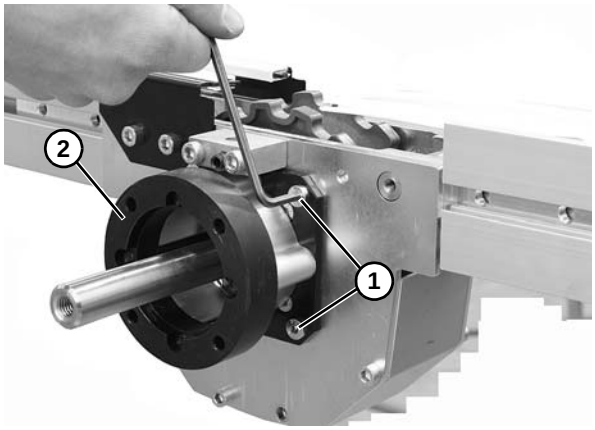

Figure 87
7. Remove four hex head cap screws **(Figure 87, item 1)** and remove drive motor mounting plate **(Figure 87, item 2)**.